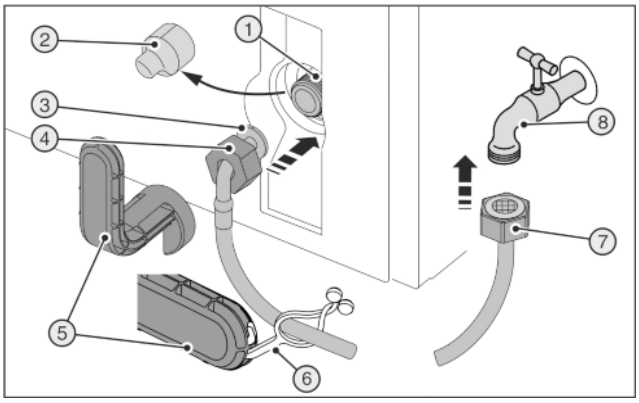
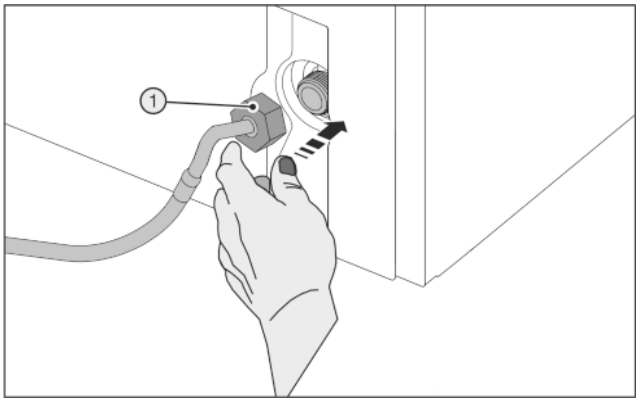

Fig. 28
Fig. 29
Outil auxiliaire *Fig. 28 (5)* cassé !
- ▶ Utiliser uniquementl'outil auxiliaire *Fig. 28 (5)* à la température ambiante.
- ▶ Retirer le cache *Fig. 28 (2)*.
- ▶ Montage plus facile : Poser l'extrémité droite du tuyau *Fig. 28 (7)* à gauche sur le sol.
- ▶ Pousser à fond l'écrou *Fig. 28 (4)* sur l'extrémité du tuyau coudé *Fig. 28 (3)* et serrer.
▶ Positionner soigneusement l'écrou *Fig. 29 (1)* et le visser droit sur le filetage avec deux doigts jusqu'à ce qu'il soit bien en place.
▶ Serrer l'écrou *Fig. 29 (1)*à l'aide de l'outil auxiliaire *Fig. 28 (5)* dans le sens des aiguilles d'une montre jusqu'à ce que le couple maximal soit atteint et et jusqu'à ce que l'outil auxiliaire *Fig. 28 (5)* tourne à vide.
▶ Visser l'écrou *Fig. 28 (7)* sur le robinet d'arrêt *Fig. 28 (8)*.
▶ Serrer l'écrou *Fig. 28 (7)*à l'aide de l'outil auxiliaire *Fig. 28 (5)* dans le sens des aiguilles d'une montre jusqu'à ce que le couple maximal soit atteint et et jusqu'à ce que l'outil auxiliaire *Fig. 28 (5)* tourne à vide.
▶ Ouvrir le robinet d'arrêt *Fig. 28 (8)* de l'arrivée d'eau et vérifier que tout le système hydraulique est bien étanche.
▶ Accrocher la languette *Fig. 28 (6)* dans l'outil auxiliaire *Fig. 28 (5)* et la fixer au tuyau en acier inox pour la conserver.